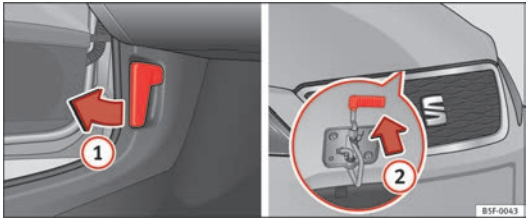

Fig. 153 Release lever in driver footwell and cam below the bonnet
– Pull the lever under the dash panel in the direction of the arrow (1) ⇒ Fig. 153.
– Press the release catch under the bonnet upwards ⇒ Fig. 153 (2). This will release the arrester hook under the bonnet.